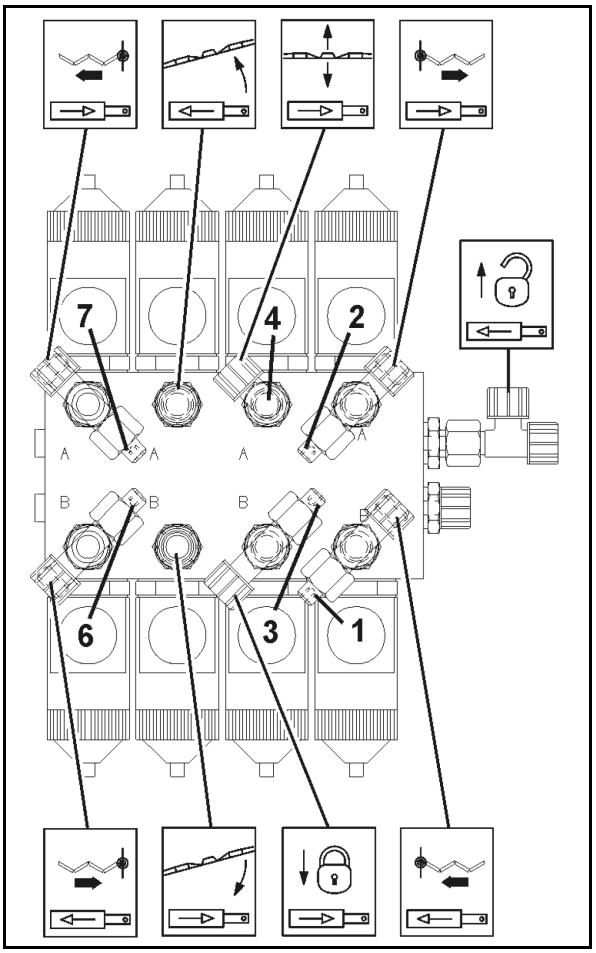

Rys. 155
Jeśli tak nie jest, to przy **odryglowanym** wyrównaniu wahań należy ustawić rozłożone lance odpowiednio mocując przeciwwagi (Rys. 155/1) na lancach.
1. Zluzować śruby (Rys. 155/2) wspornika mocującego (Rys. 155/3) Ustawienie następuje bezpośrednio na kłach z tworzywa sztucznego (Rys. 155/4) poprzez podłużne otwory wspornika mocującego.
3. Dociągnąć śruby (Rys. 155/2).